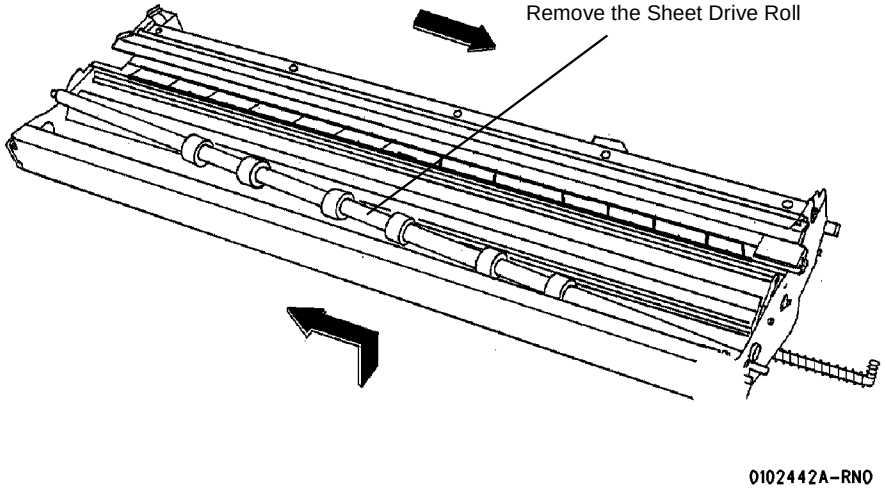

**Figure 2 Removing the Sheet Drive Roll**
7. (Figure 2): Remove the Sheet Drive Roll.